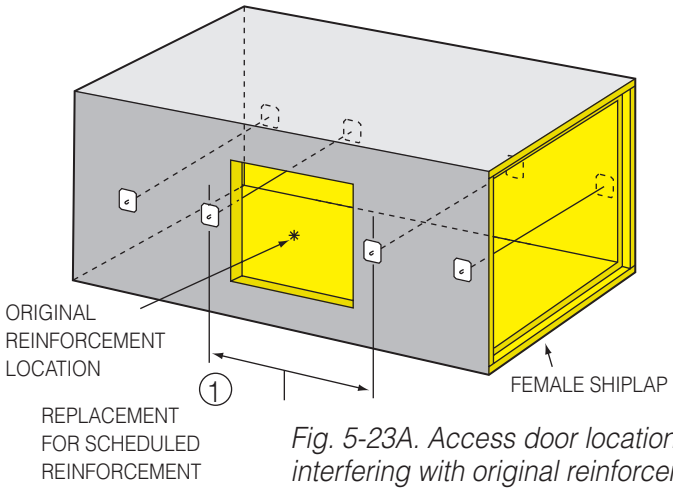

Fig. 5-23A. Access door location interfering with original reinforcement location.
If access door opening width is not greater than the maximum longitudinal reinforcement spacing from Table 5-1 but interferes with reinforcement locations per Table 5-1, install tie rods 4" (102mm) from both sides of door opening per ①, Fig. 5-23A. Maximum reinforcement spacing must be in accordance with Table 5-1.